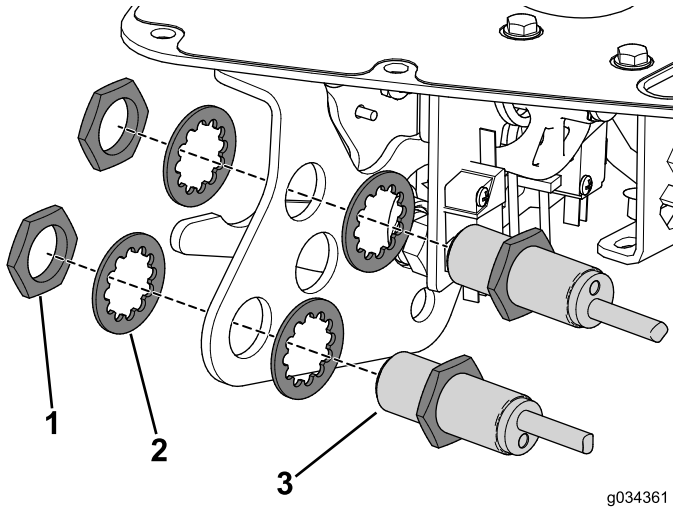

Figur 23
3. Brug de møtrikker og låseskiver, du fjernede tidligere, til at fastgøre nærhedssensorerne til funktionshåndtagets beslag (Figur 23).